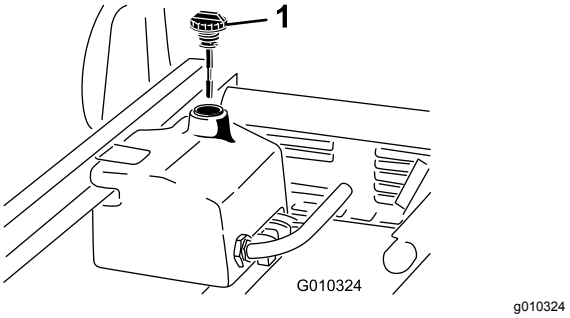

**Figur 72**
4. Rengør området omkring påfyldningshalsen og hydrauliktankens dæksel (Figur 72).
6. Fjern målepinden (Figur 72) fra påfyldningsstudsen, og tør den af med en ren klud.